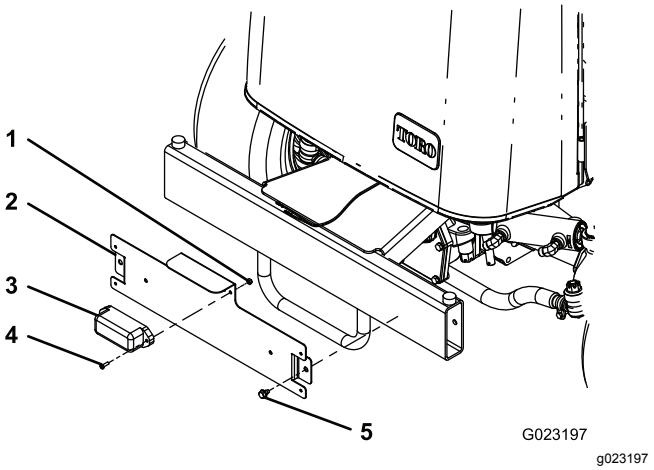

Figure 21
1. Secure the plate light to the license-plate bracket with 2 screws (#10 x 5/8 inch) and 2 locknuts (Figure 21).
2. Mount the license-plate bracket to the rear bumper with 2 self-tapping screws (5/16 x 1/2 inch) as shown in Figure 21.
Note: Position the license-plate bracket as shown in Figure 21.